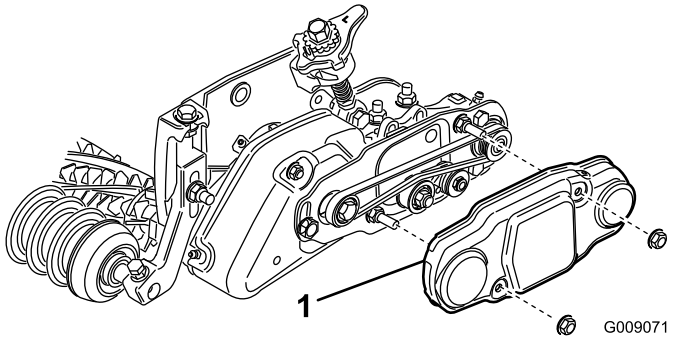

Figur 34
48. Skub remdækslet på monteringsboltene, og fastgør det med to flangemøtrikker (Figur 34).